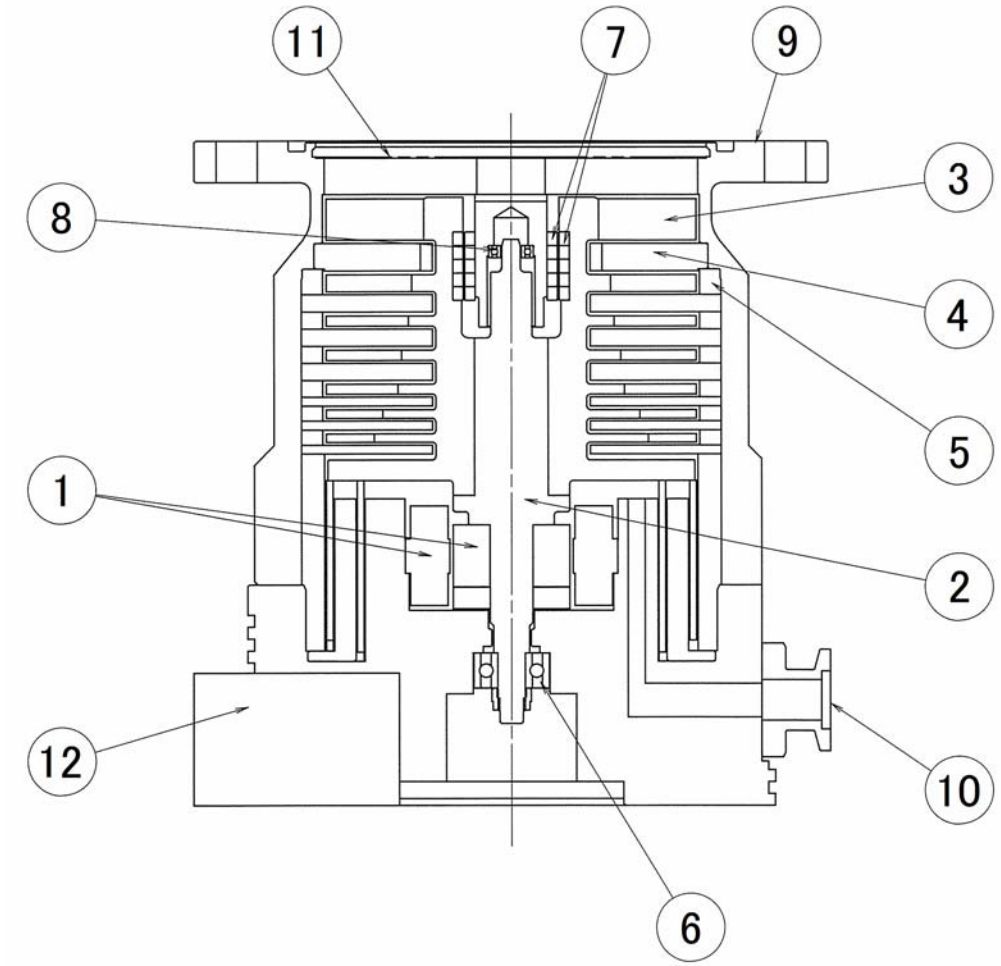

図 3-1　ポンプ断面図
図 3-1 はターボ分子ポンプの断面図です。駆動軸となるシャフト(2) にはロータ翼(3) が取り付けられてロータが構成され，ロータ翼間には，ステータ翼(4) が配置されます。また，ステータ翼の位置決めのためにスペーサ(5) がおかれています。内蔵されたモータ(1) によりロータが規定回転数に加速されることにより，吸気口(9) から排気口(10) に向かってガスを排気します。
④ ステータ翼
⑤ スペーサ
⑥ ボールベアリング
⑦ 永久磁気軸受
⑧ タッチダウンベアリング
⑨ 吸気口
⑩ 排気口
⑪ 保護ネット
⑫ コントローラ
コントローラ（図 3-1 (12)）はターボ分子ポンプの内蔵するロータを規定回転に駆動するため，三相インバータにより交流の周波数を制御します。